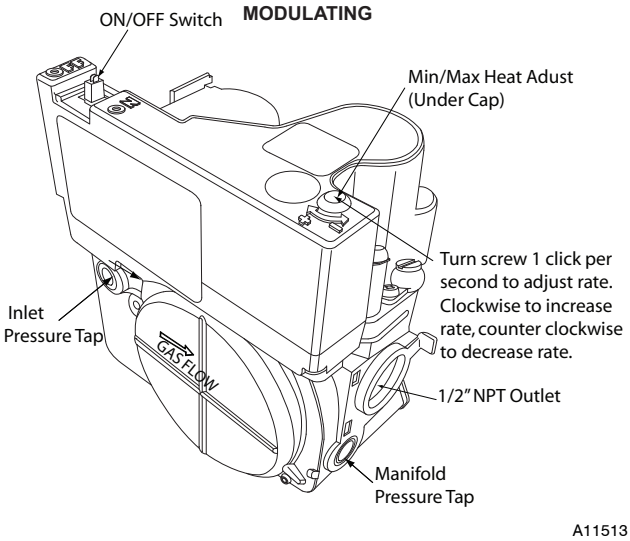

**Fig. 13 - Gas Valve**
3. Attach manometer to manifold pressure tap on gas valve. (see Fig. 13.)